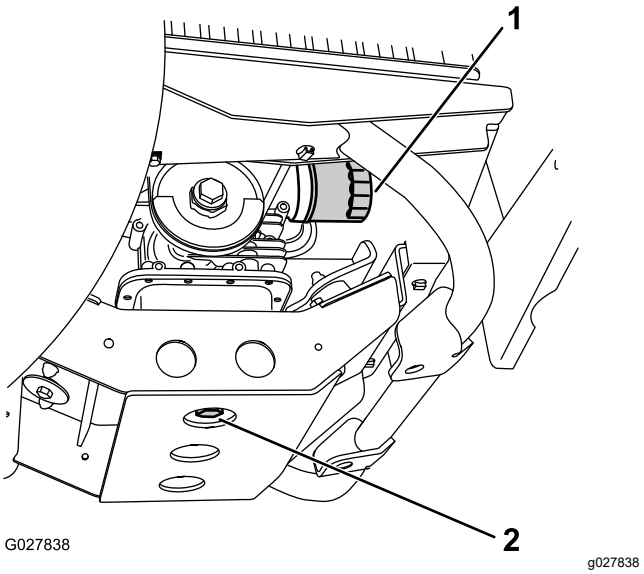

Rysunek 34
7. Umieścić miskę drenażową pod korkiem (Rysunek 34).
8. Wykręć korek spustowy (Rysunek 34).
9. Wkręć korek spustu z uszczelką (Rysunek 34) i dokręć korek momentem od 45 do 53 N·m.
2. Zdemontuj dotychczasowy filtr oleju (Rysunek 34).
4. Przykręcaj nowy filtr do adaptera, aż uszczelka zetknie się z płytką montażową; następnie dokręć filtr o dodatkowe ½ do ¾ obrotu (Rysunek 34).